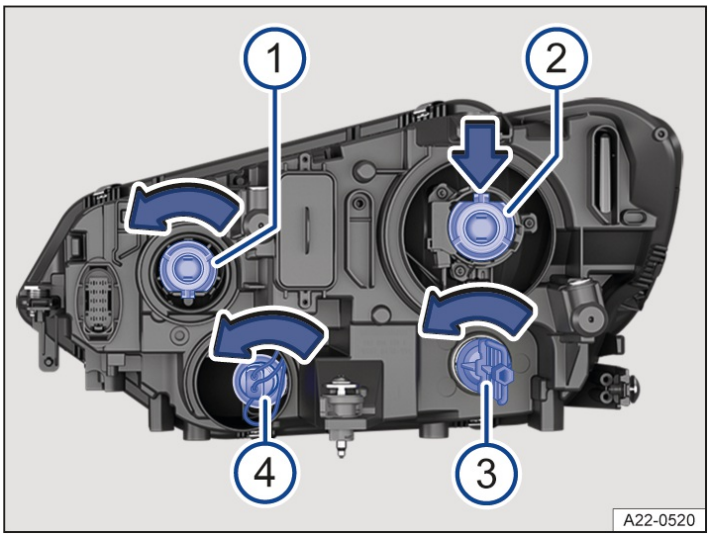

Fig. 2 In the engine compartment: replacing the bulbs in the right headlight.
2. Turn the bulb holder in the direction of the arrow up to the stop and carefully pull out toward the rear → *fig. 2* (1).
4. Insert the bulb holder into the headlight and turn in the opposite direction to the arrow as far as it will go → *fig. 2* (1).
2. Push the bulb holder downward in the direction of the arrow and pull it out toward the rear → *fig. 2* (2).
4. Insert the bulb holder in the headlight and push upward in the opposite direction of the arrow → *fig. 2* (2).